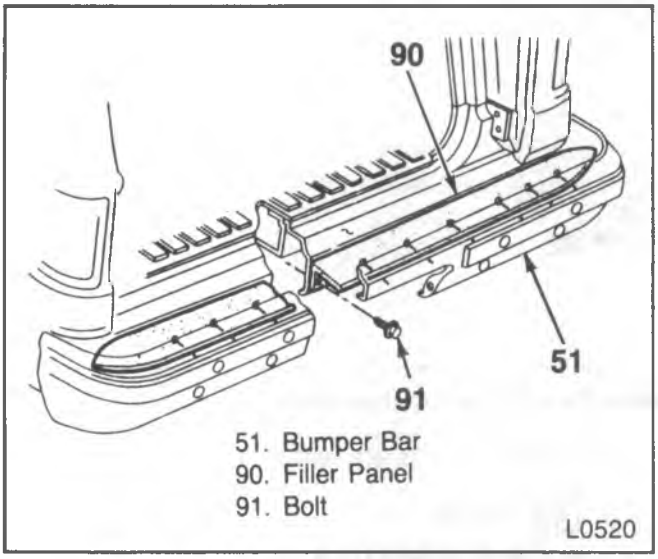

Figure 9—Rear Bumper Center Filler
1. Brace to bumper nuts (71).
2. Bracket to bumper nuts (74).
4. Filler panel bolts (figures 9 and 10).
9. Filler panel (Suburban only) (figure 9).